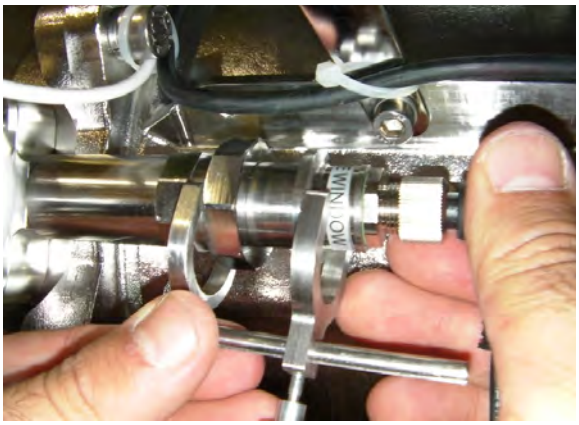

Figure 10-39: Adjusting the Reference sensor
Step 6. When you insert a Reference Master sensor or return a sensor to its place, using the set caliper (calibrated to the original UVIS sensor's position) adjust the sensor so that it is set to the position of the original. Refer to Figure 10-39 to the left.